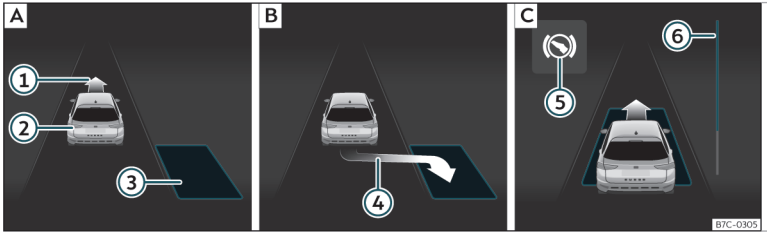
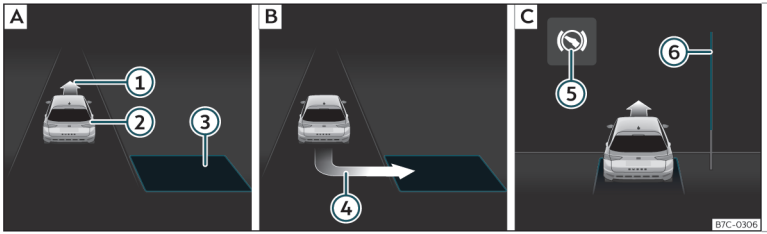

Fig. 180 Pe afișajul panoului de instrumente: parcarea laterală. A Identificarea unui loc de parcare. B Poziția de parcare. C Manevrarea.
Fig. 181 Pe afișajul panoului de instrumente: parcarea în unghi. A Identificarea unui loc de parcare. B Poziția de parcare. C Manevrarea.
- Priviți la afișajul panoului de instrumente, pentru a vedea dacă a fost detectat un loc de parcare „corespunzător“ și dacă automobilul a ajuns în poziția corespunzătoare pentru parcare›››**fig. 180** B sau››› **fig. 181** B. Locul este considerat „corespunzător“ dacă pe afișajul panoului de instrumente apare mesajul pentru parcare ④.
- Mergeți în marșarier până când se activează semnalul continuu ParkPilot; **SAU:** mergeți în marșarier până când pe afișajul panoului de instrumente apare indicația de deplasare înainte››› **fig. 180** C sau››› **fig. 181** C; **SAU:** mergeți în marșarier până când pe afișajul panoului de instrumente apare mesajul **Park Assist finished** (asistență la parcare finalizată). Bara de progres ⑥ indică distanța care trebuie parcursă››› **pagina 270** .
- Mergeți înainte până când se activează semnalul continuu ParkPilot; **SAU:** mergeți înainte până când pe afișajul panoului de instrumente apare indicația de deplasare înapoi. Sistemul de asistență la parcare direcționează automobilul înainte și înapoi, până acesta se centrează pe locul de parcare ››› **fig. 180** C sau››› **fig. 181** C.
Barele de progres››› **fig. 180** ⑥ și››› **fig. 181** ⑥ de pe ecranul panoului de instrumente afișează distanța relativă ce trebuie acoperită. Cu cât distanța este mai mare, cu atât bara de progres este mai plină. La deplasarea înainte, conținutul barei de progres scade în sus, iar la deplasarea în marșarier, acesta scade în jos.